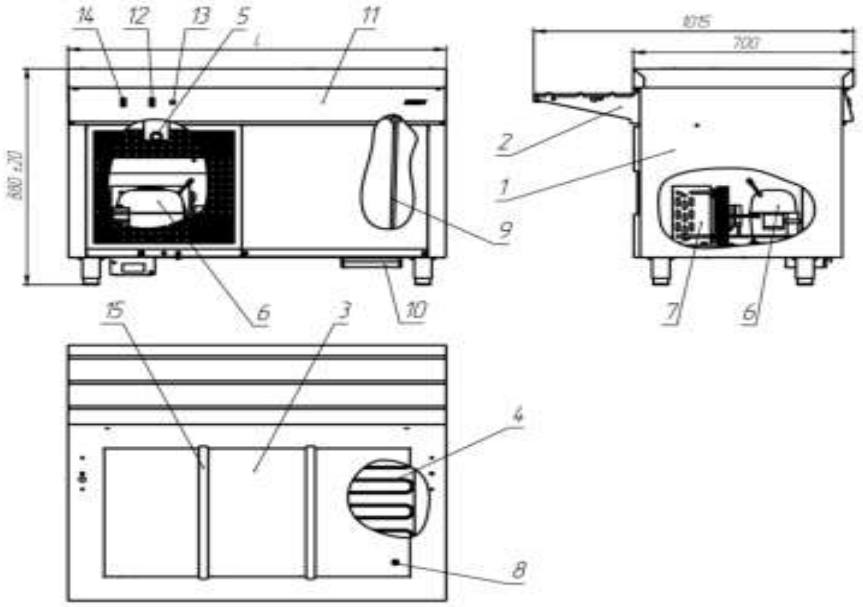

Рисунок1
1.3.2.1 Изделие, см. рисунок 1, представляет собой тумбу 1 с установленными на ней направляющей для подносов 2, ванной 3 со съёмными перегородками 15 для установки гастроёмкостей. По желанию заказчика модули могут комплектоваться стандартными гастроёмкостями GN 1/1, GN ½ глубиной до150мм. На ванне снизу расположен испаритель 4, который её охлаждает. В зависимости от условий эксплуатации модуля, возможна корректировка режима его работы с помощью терморегулятора, расположенного в верхней части агрегатного отсека. Поворотом ручки терморегулятора 5 по часовой стрелке обеспечивается понижение температуры. В нижней части агрегатного отсека установлены компрессор 6 и конденсатор 7 холодильной установки. Для